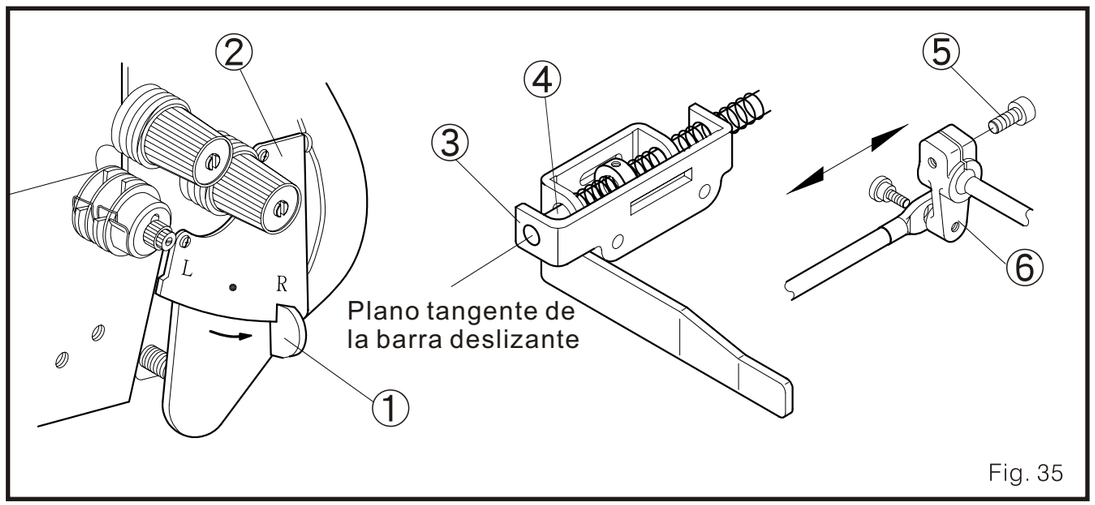

Fig. 35
1. Ajuste del eje deslizante (Fig. 35)